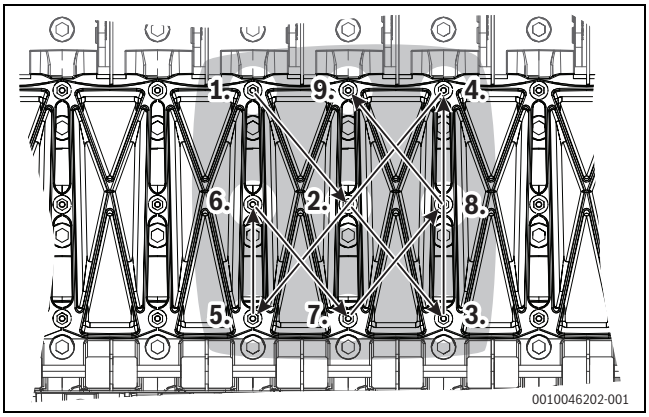

Bild 58 Anzugsschema Reinigungsdeckel
- ▶ Reinigungsdeckel entsprechend dem nachfolgend dargestellten Anzugsschema (1-2-3-4-5-6-7-8-9; →Bild 58) wieder anschrauben (Anzugsmoment: 7 Nm) oder Wärmetauscher nass reinigen.